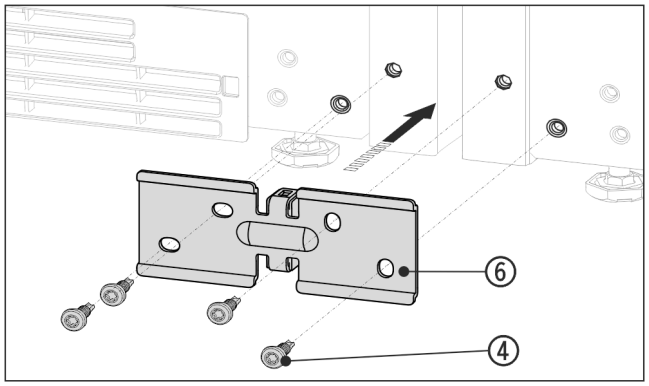

Fig. 15 Zobrazení příkladu
- ▶ Úhelník *Fig. 15 (6)* zasuňte rozpěrným kusem mezi přístroje a přišroubujte 4 šrouby *Fig. 15 (4)* bez utahování.